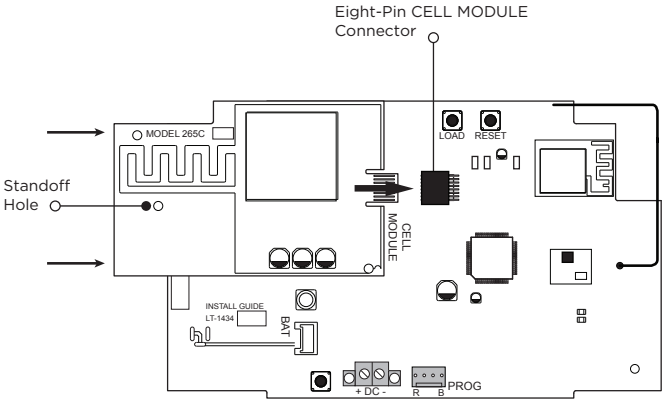

Figure 5: 265C Installed on the XTLplus
1. Avoiding a sharp angle and keeping the 265C PCB parallel to the XTLplus PCB, slide the 265C PCB into the XTLplus 8-pin CELL MODULE connector. Apply even pressure to the end of the 265C PCB to fully seat the module. See Figure 5.